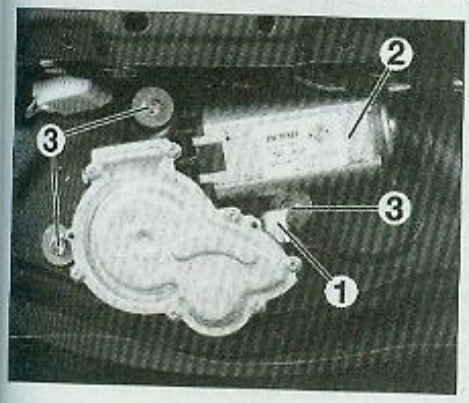

FIG. 62
• Débrancher le connecteur (1) du moteur (2) **(Fig.62)**.